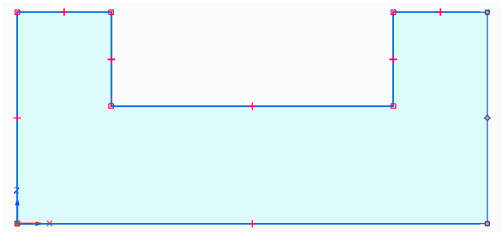

***Figure 2-50*** *Sketch after drawing the lines*
16. Choose the **Select** tool from the **Select** group of the **Home** tab to exit the **Line** tool. On doing so, the profile gets shaded indicating that it is a closed region. The sketch after drawing the lines is shown in Figure 2-50.